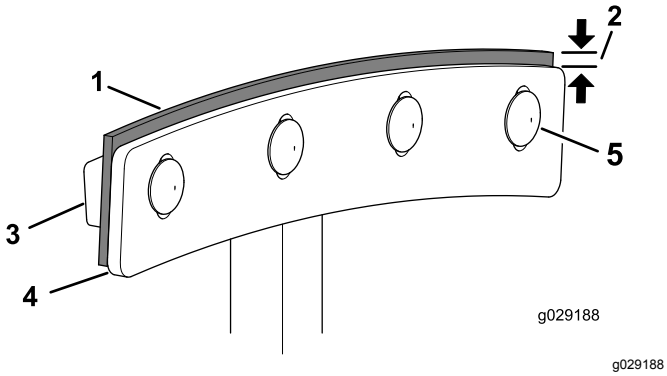

Figure 77
5. Loosen the carriage bolts and nuts that secure the wipers to the paddle bladess (Figure 77).
6. Adjust the rubber wipers to be close to the drum wall and position the metal paddle blades so that the outer edge is 3 to 6 mm (1/8 to 1/4 inch) from the outer edge of the wipers (Figure 77). Tighten the nuts and bolts to secure the blades to the paddles.